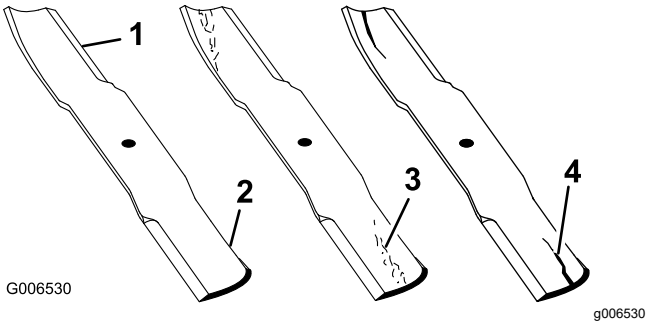

Rysunek 59
1. Sprawdź krawędzie tnące (Rysunek 59).
4. Jeżeli zauważysz jakiekolwiek pęknięcia, zużycie lub szczeliny powstające w tym obszarze, natychmiast zamontuj nowe ostrze (Rysunek 59).